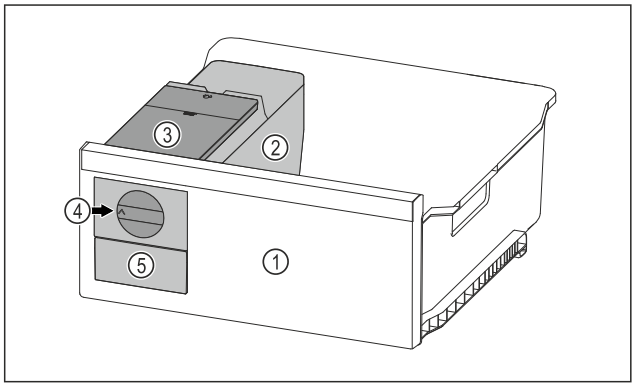

Fig. 97 Примерное изображение
▶ Поверните поворотную кнопку *Fig. 97 (4)* по часовой стрелке до упора.
▷ Кубики льда упадут из ванночки для кубиков льда в выдвижной ящик для кубиков льда *Fig. 97 (5)*.